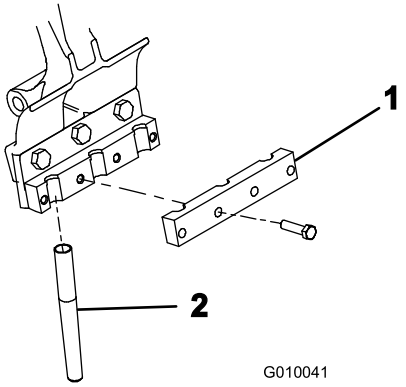

Figur 24
4. Fest en pipeklemme løst på hver pipearm med fire bolter (3/8 x 1-1/2 tomme) (Figur 24). Ikke stram boltene.